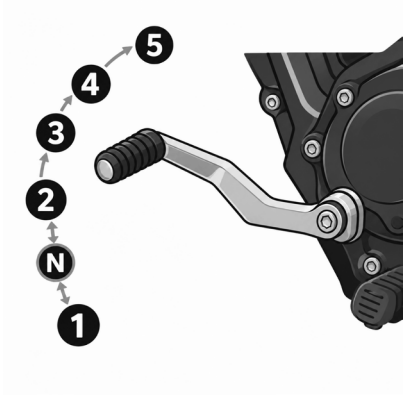

Рисунок 3.6. Положение рычага передачи
1. Переключите коробку передач в нейтральное положение (рисунок 3.6.) с помощью рычага переключения передач 1 (фото 3.7.)
В зависимости от модели мотоцикл может иметь 5 или 6 передач. Первая передача включается движением рычага вниз, нейтраль расположена между первой и второй передачами, остальные передачи включаются последовательным движением рычага вверх (рисунок 3.6.). Для проверки работы коробки передач на неподвижном мотоцикле может потребоваться слегка перемещать его вперед и назад. Обязательно проверьте порядок переключение передач на этикетке, расположенной на двигателе вашего мотоцикла (фото 3.9.)
5. **Включите первую передачу.** Нажмите на рычаг переключения передач вниз (рис. 3.6.).